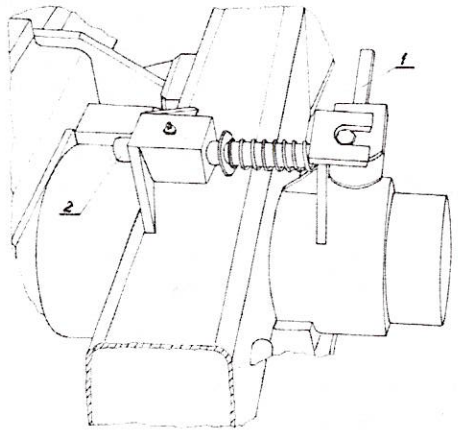

Rys. 10. Blokada transportowa. 1. – dźwignia mimośrodu; 2. – zatrzask.
- obrócić o 180° dźwignię mimośrodu blokady (poz.1 Rys.10) znajdującą się na przodku pługa w celu zwolnienia zatrzasku blokady (poz.2 Rys.10);